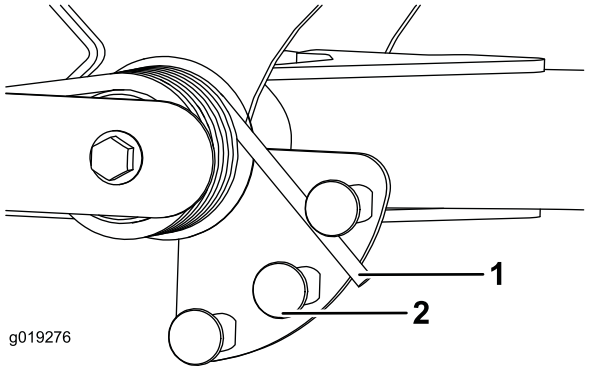

Figur 33
2. Sæt et rør eller en lignende genstand på den lange fjederende, og drej den omkring fjederaktuatoren til den ønskede position (Figur 33).